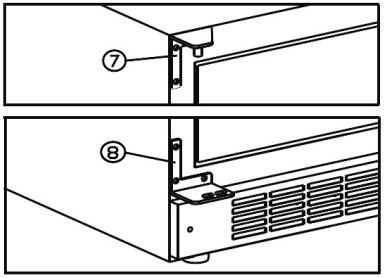

fig. 6.4
- Montez les charnières supérieure et inférieure gauches (7 + 8) fournies. Voir fig. 6.4.
- Remontez l'axe de porte précédemment démonté (3) dans la charnière inférieure.
- Montez la porte dans la charnière supérieure vers (7) l'axe de porte (3), serrez l'axe de porte (1).